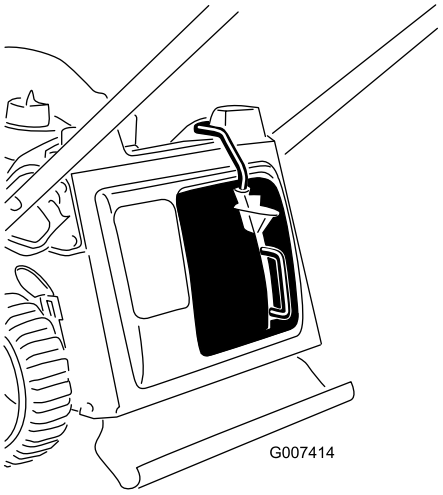

Figur 10
3. Slipp opp knappen på spaken og sikrer at toppen av spaken ligger helt nedi bryterkanalen (Figur 10). **Hvis toppen av bryteren ikke er i bryterkanalen, vil gressklipperen ikke starte.**